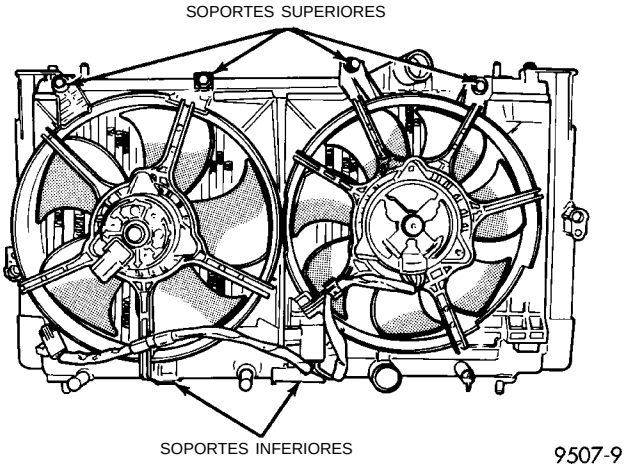

Fig. 24 Servicio del módulo del ventilador
(1) Desconecte del módulo los conductores del motor del ventilador.
(2) Retire del radiador los dispositivos de fijación del módulo (Fig. 24).